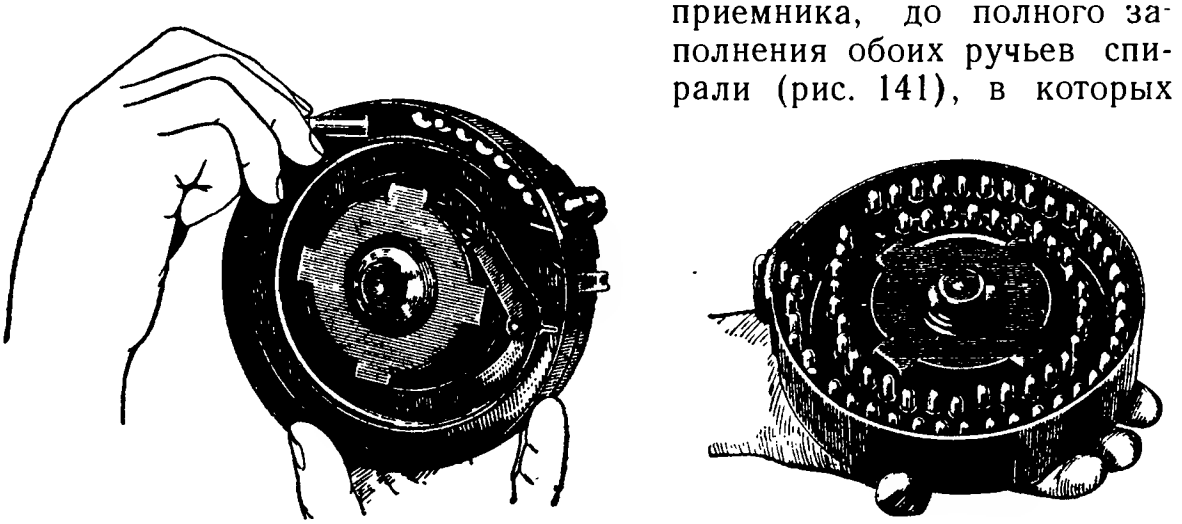

**Рис. 141.** Снаряжение дискового магазина патронами
4. Удерживая магазин в левой руке подавателем вниз, правой рукой вкладывать в ручьи спирали по одному патрону, начиная от приемника, до полного заполнения обоих ручьев спирали (рис. 141), в которых